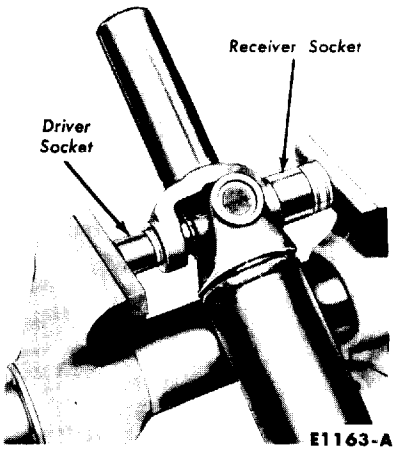

FIG. 6—U-Joint Removal
5. Place the sockets at opposite bearings so that the smaller socket becomes a bearing driver and the larger socket becomes a bearing receiver when the vise jaws come to-together (Fig. 6).